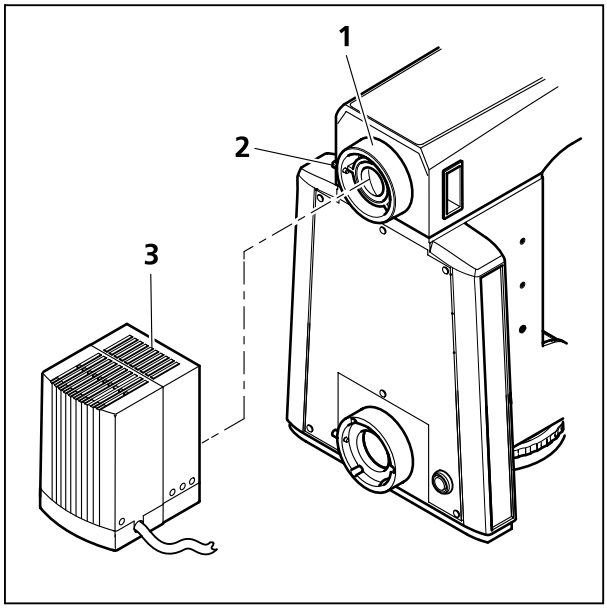

Bild 3-35 HBO 100 ansetzen
- Abdeckkappe vom Auflichtstutzen (Bild 3-35/**1**) entfernen.
- Leuchtengehäuse (Bild 3-35/**3**) mit Ringschwalbe in Auflichtstutzen (Bild 3-35/**1**) an Geräterückseite einführen und unter Verwendung des Kugelkopf-Schraubendrehers SW 3 mit Klemmschraube (Bild 3-35/**2**) fixieren.